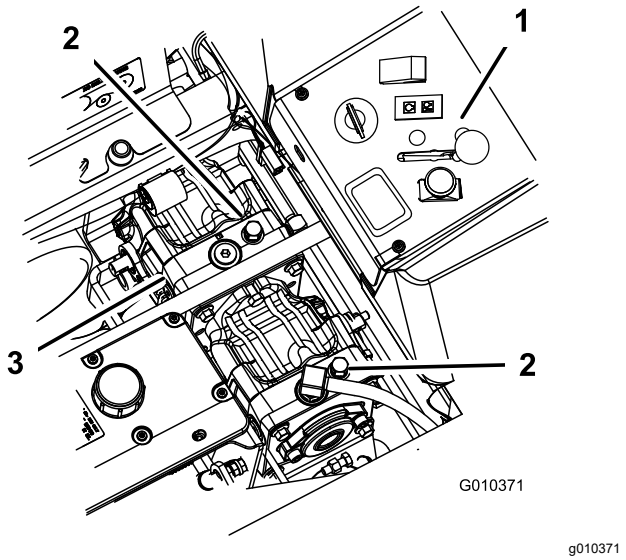

Figur 38
3. Vrid överströmningsventilerna motsols ett varv för att skjuta maskinen (Figur 38).
Vrid överströmningsventilerna medurs ett varv för att köra maskinen (Figur 38).